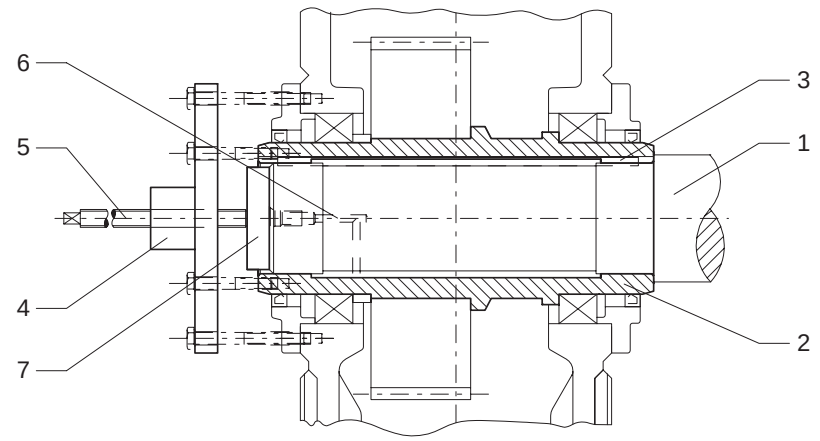
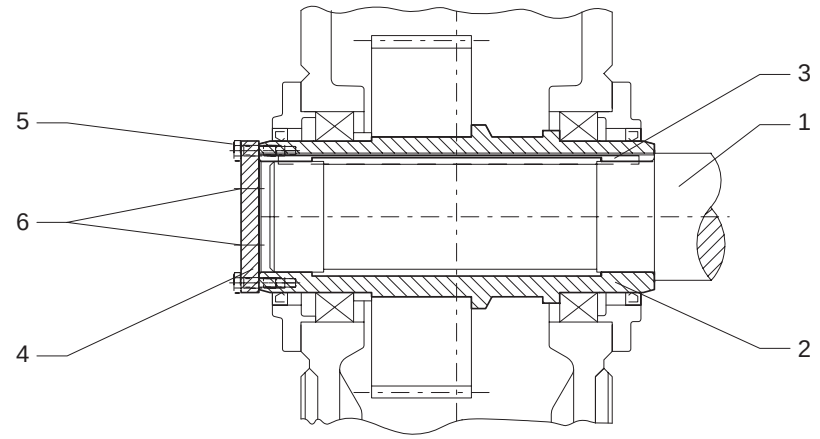

Fig. 2
Fig. 3
- If frictional corrosion has formed on the seating surfaces, press rust-releasing or other agent (e.g. with a pump) into the bore cavity to reach the seats. The rust releaser is forced in through the bores in the machine shaft (see fig. 2) or end plate (fig. 3).
- Depending on the facilities available, the gear unit can be forced off the shaft on site using forcing screws in an end plate (see fig. 3), a central threaded spindle or a Lucas hydraulic lifting unit.
- When the rust-releasing agent has taken effect, pull the gear unit off with the device as shown in figs. 2 or 3.
Caution! **If the counter force is provided not only by the hollow shaft, but by the housing also, as shown in fig. 2, the forces used must not exceed the values given in the following table.**